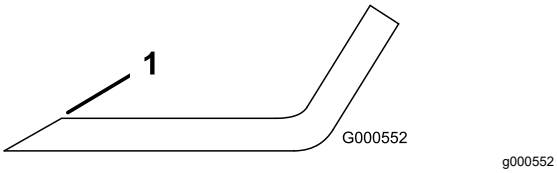

Figur 69
1. Bruk en fil til å slipe eggen i begge ender av kniven (Figur 69).
Merk: Hvis kniven ikke er i balanse, filer du bort litt av metallet på enden av vingeområdet (Figur 69).